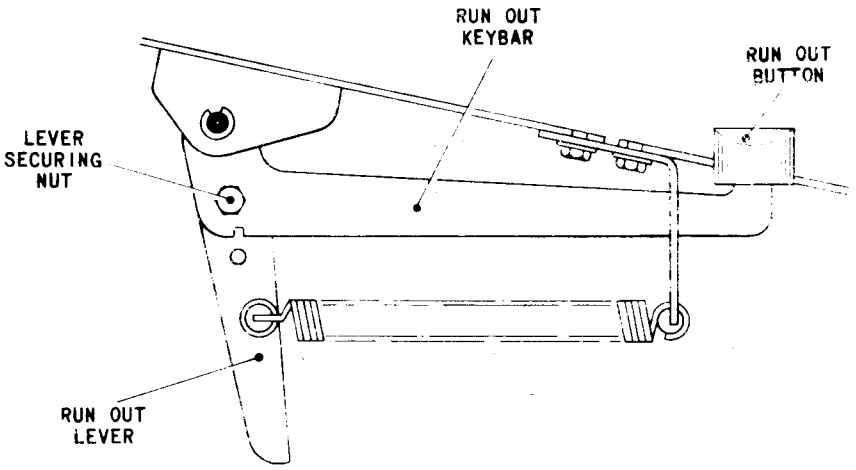

FIG.L.19 RUN OUT KEYBAR ASSEMBLY
21.2 If necessary, slacken the nut securing the run out lever, Fig. L.19, to the run out keybar and adjust the lever until the condition is satisfied. Tighten the locknuts and the special screw.